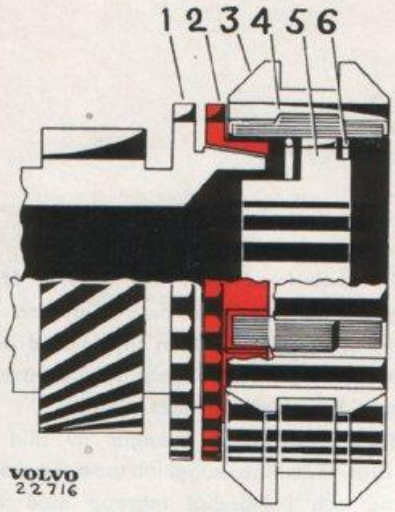
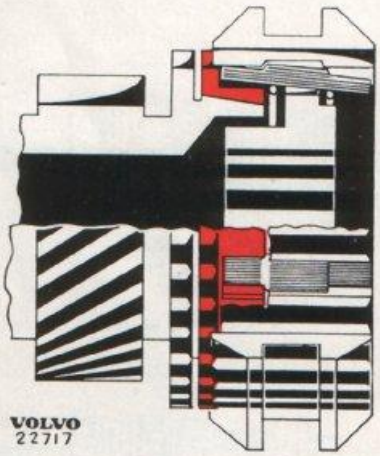
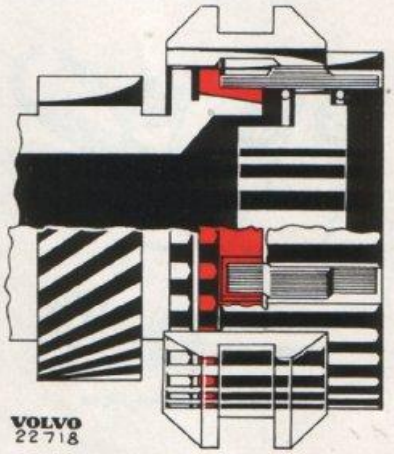

Bild 3-8. Neutralläge
Bild 3-9. Synkronisering
Bild 3-10. Växeln inkopplad
Synkroniseringarnas konstruktion och verkningssätt visas på bilderna 3-8—3-10. När en växel skall kopplas in pressas kopplingshylsan (3 bild 3-8) av skiftgaffeln i riktning mot denna växels kugghjul. Medbringarna (4) pressar därvid synkroniseringskonan (2) mot konan på kugghjulet (1). Har då synkroniseringen och kugghjulet olika rotationshastighet kommer synkroniseringskonan att vrida sig i förhållande till kopplingshylsan. Synkroniseringskonan hindras dock av medbringarna att vrida sig mer än en halv kuggbredd, se bild 3-9. Härvid kommer synkroniseringskonans kuggar att med halva kuggbredden ligga an mot kopplingshylsans kuggar och på så sätt hindra denna att gå i ingrepp. Genom friktionen mellan synkroniseringskonan och konan på kugghjulet, kommer kugghjulet att få samma rotationshastighet som synkroniseringen. När de har fått samma hastighet, förmår kopplingshylsan vrida tillbaka synkroniseringskonan och växeln kan kopplas in, bild 3-10.